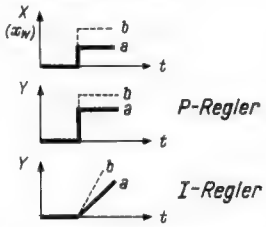

Bild 6. Übergangsfunktionen idealer P- u. I-Regler
Die Schwundregelschaltung läßt sehr leicht eine der Haupteigenschaften des P-Reglers erkennen. Damit ein solcher Regler überhaupt arbeiten kann, tritt stets eine Abweichung der Regelgröße X vom Sollwert am Meßgerät auf, die sog. P-Abweichung. Eine Schwundregelspannung kann ja nur dann erzeugt werden, wenn durch diese Abweichung eine gewisse Zf-Spannung gleichgerichtet wird. Wäre es nicht so bzw. würde der Regler die Abweichung vollkommen ausregeln, dann wäre keine Regelspannung vorhanden und also würde keine Regelung möglich sein. Diese P-Abweichung ist nach einem mechanischen Analogon vergleichbar mit der Erzeugung einer Gegenkraft zu einer Feder, die ein Ventil schließen will (zur Erreichung des Nullpunktes), wenn z. B. ein Dampfstrom in Abhängigkeit von der Wirkung eines Fliehkraftreglers geregelt werden soll. Diese bleibende Abweichung, und um eine solche handelt es sich im Unterschied zu verschiedenen anderen Abweichungen, ist beim P-Regler also systembedingt; man kann sie sehr klein machen durch Änderungen des Empfindlichkeitsfaktors und des Stellbereiches, aber man kann sie nicht zum Verschwinden bringen. Zur Erreichung dieses Zieles muß man sich Regler mit anderen Übergangsfunktionen aussuchen, die weiter unten beschrieben werden sollen. Die gegensätzlichen Forderungen nach schneller und möglichst genauer Regelung und hinsichtlich Stabilität (Vermeidung von Regelschwingungen) führen beim P-Regler zu der – hier nur zur Übersicht erwähnten – Forderung, daß ein solcher Regler dann zweckentsprechend arbeiten kann, wenn die Laufzeit (Verzögerung) in der Regelstrecke gering ist gegenüber der Verzögerung des Reglers. *Bild 6* zeigt u. a. die Kennlinie eines idealen P-Reglers; einer sprunghaften Änderung der Regelgröße X von a nach b auf einen bestimmten Wert entspricht eine ebenso sprunghafte Änderung der Stellgröße Y von a nach b.
Bild 6 zeigt weiterhin die Kennlinie eines idealen integral wirkenden Reglers (I-Regler). Hier entspricht die Stellgeschwindigkeit der Stellgröße Y der Größe der sprunghaften Änderung von X. Im Normalfall ist beim I-Regler der Stellmotor tatsächlich ein Motor im üblichen Sinn, bei elektrischen Reglern also ein Gleichstrom- oder Wechselstrom-Servo-Motor, dessen Umdrehungszahl sich in einem linearen Zusammenhang zur angelegten Spannung befindet. Man verwendet hier aus diesem Grunde meist Motoren mit Wirbelstromläufern, da nur diese fast vollkommen gradlinige Spannungs-Drehzahl-Kennlinien haben (5).